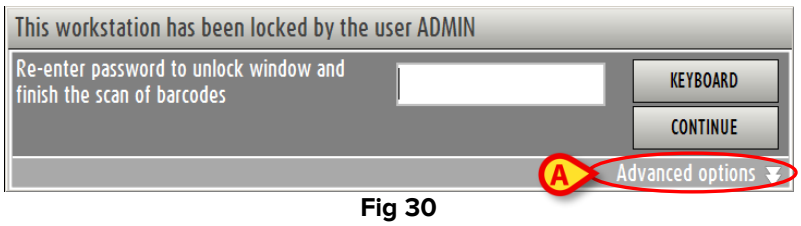

Fig 30
- Click “Advanced options” on the “Workstation locked” window (Fig 30).